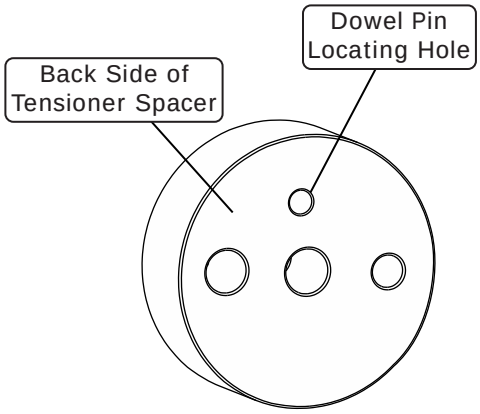
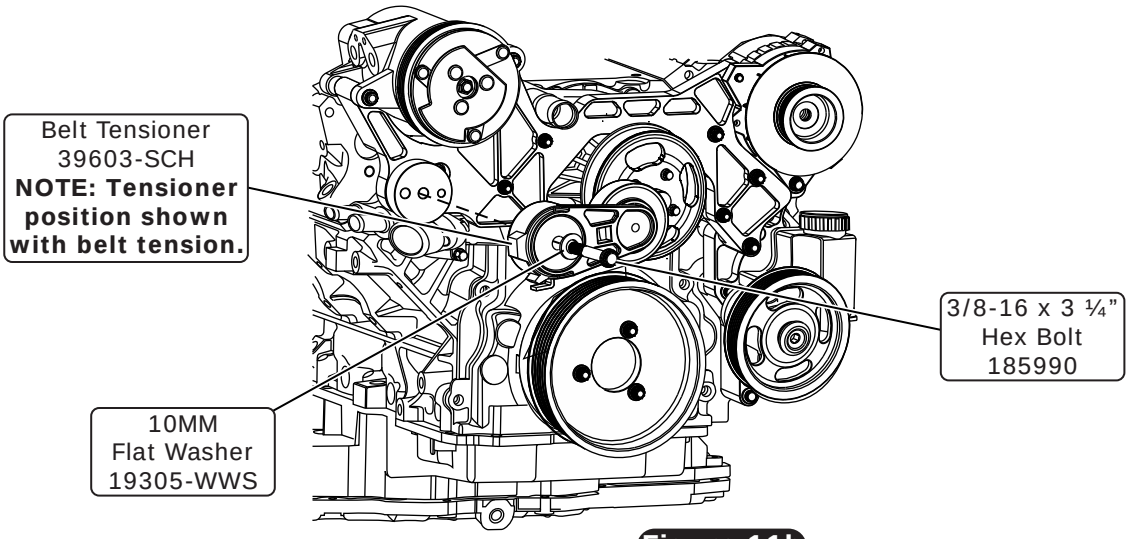

Figure 11a
Figure 11b
2. Install the tensioner spacer onto the back side of the belt tensioner (See Figure 11b, below). **NOTE: Be sure to insert the dowel pin into the correct locating hole of the tensioner spacer (See Figure 11a, below). Tap the spacer onto the bracket if necessary.**
3. Align the tensioner and the tensioner spacer to the main bracket assembly, and secure using a 3/8-16 x 3 ¼” 12-Pt SS bolt as shown in Figure 11b, below. Torque to 21 ± 2 lb ft.